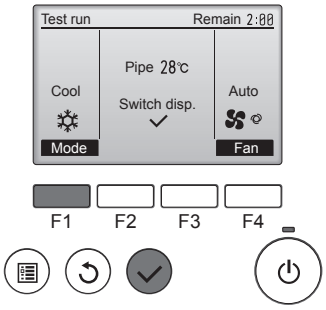

Fig. 8-3
① Press the [F1] button to change the operation mode. (Fig. 8-3)